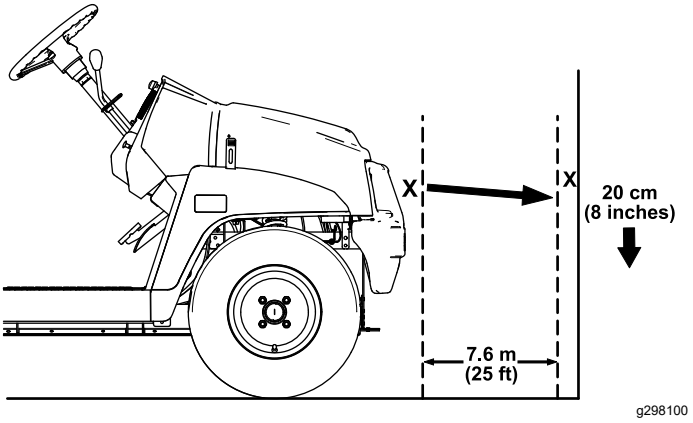

Figur 42
1. Parker maskinen på en plan overflade med forlygterne ca. 7,6 m fra en væg (Figur 42).
Den stærkeste del af forlygtens lysstråle skal være 20 cm under det mærke, der er sat på væggen (Figur 42).